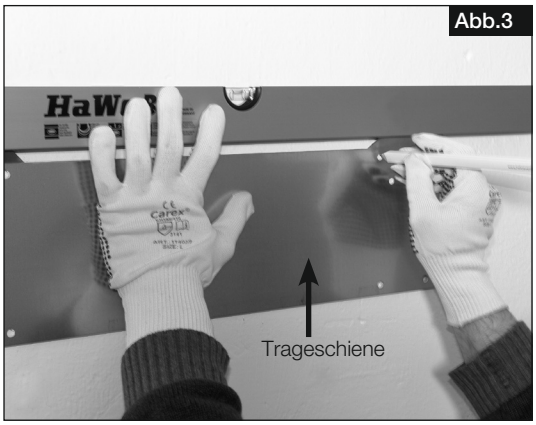

Abb.3
1. Beiliegende Trageschiene waagerecht an der Wand montieren (Abb.3/4).